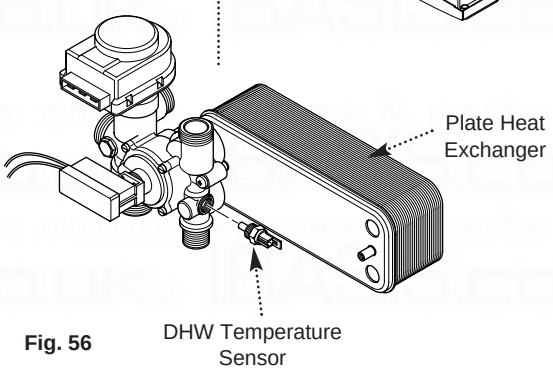

Fig. 56
12.11 DHW Temperature Sensor (Fig. 56)